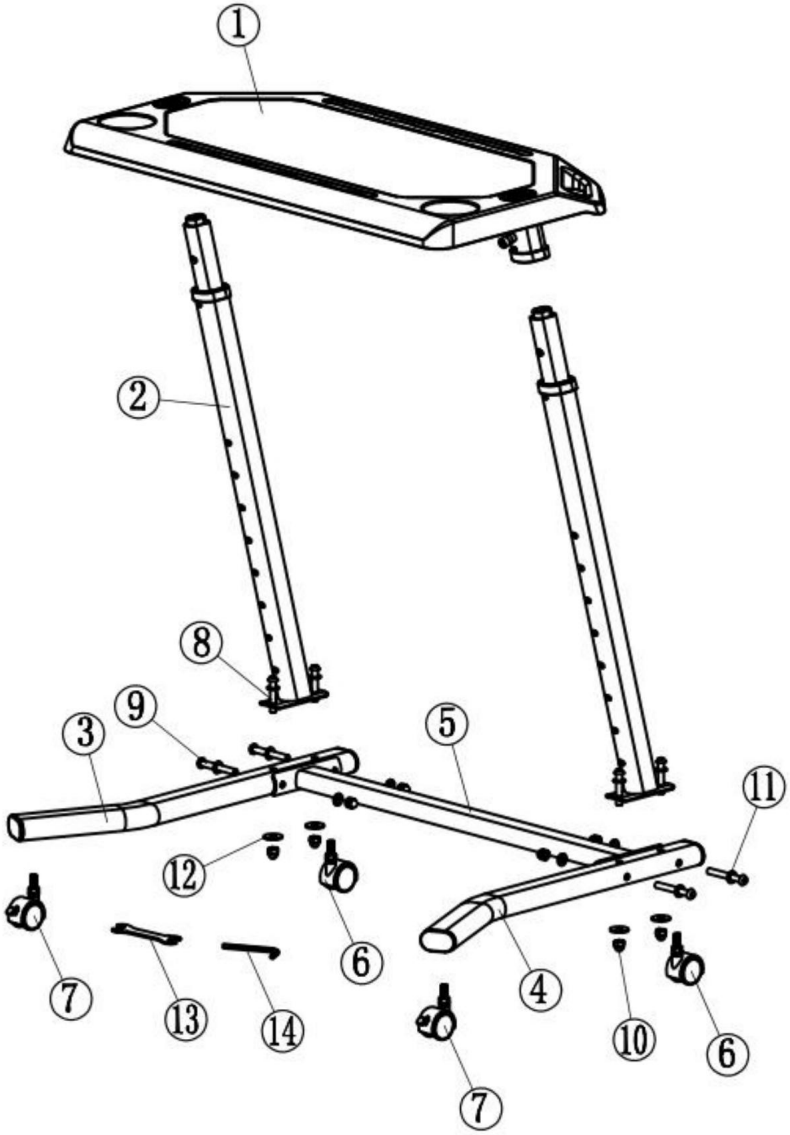

Figura 1
Paso 1: Verifique el producto y los accesorios según la figura 1.